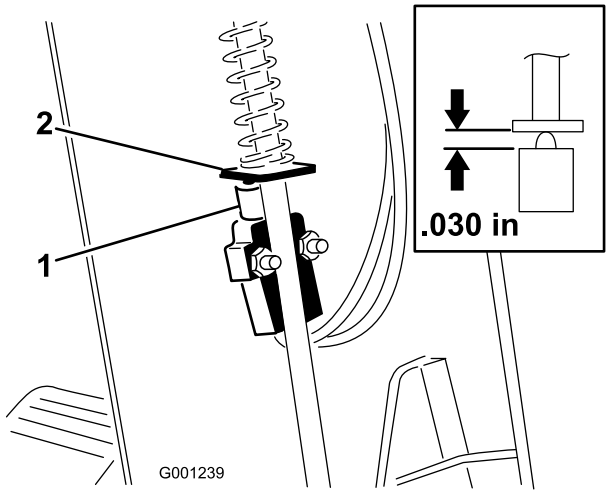

Figur 62
3. Skub kappen op ad ratakslen for at blotlægge kontakten til PARKERINGSBREMSEN (Figur 62).
5. Placer pladen til parkeringsbremsens stang ud for kontaktstemplet (Figur 62).
6. Tryk parkeringsbremsestangen ned, og tryk op på kontakten, indtil den komprimerede længde af kontaktstemplet er 0,76 mm (Figur 62, indsat billede).